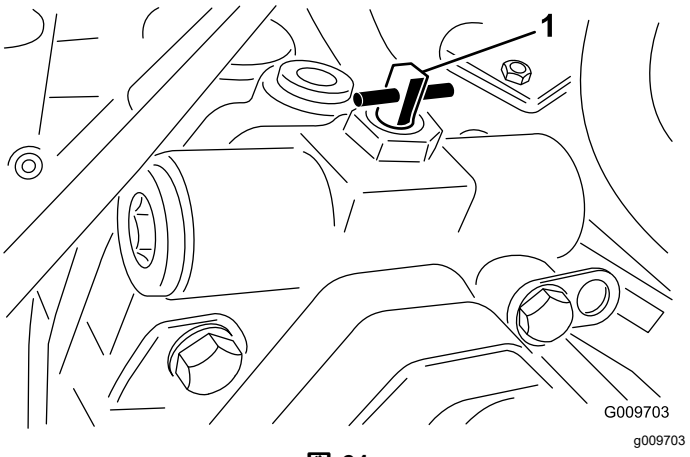

図 61
2. バイパスバルブのレバー図 61を右または左に90°回転4分の1回転 させると内部でバイパスが形成される。これにより、トランスミッ ションを破損することなく機械を押して移動できる ようになる。バルブを開けたとき、どちらの方向に 回したかを覚えておくこと。